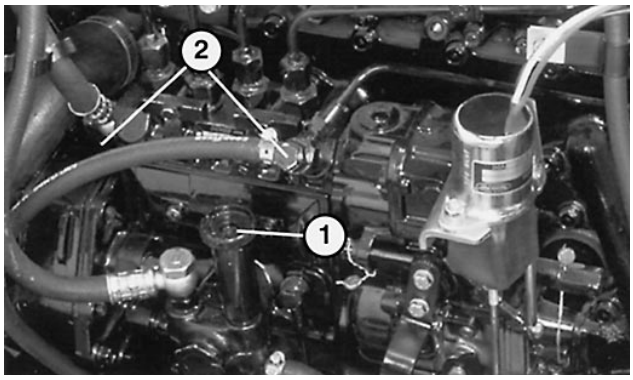

Afbeelding 25
4. Draai de injectiepomp (Afb. 25) naar links totdat de veer in het pompsysteem loskomt. Laat de pomp opwaarts en neerwaarts werken totdat er een ononderbroken stroom brandstof langs de filterplug naar buiten vloeit. Draai vervolgens de plug vast.
5. Draai de ontluchtingsplug op de injectiepomp ongeveer 1½ slag los (Afb. 25). Laat de injectiepomp werken totdat er een ononderbroken stroom brandstof uit de ontluchtingsopening naar buiten vloeit. (Afb. 25). Draai vervolgens de ontluchtingsplug vast.